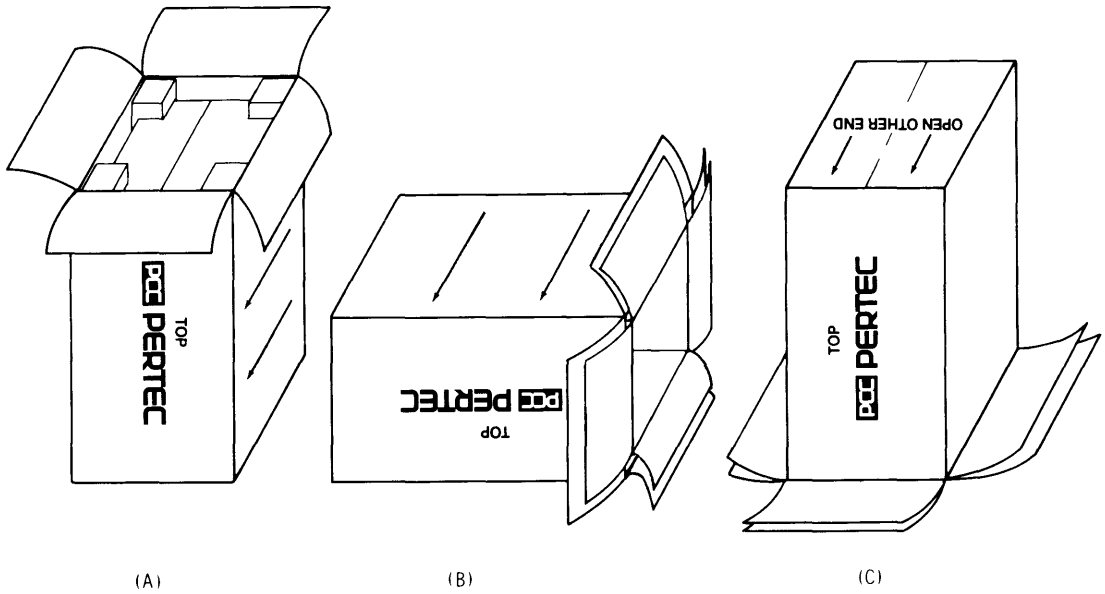

Figure 2-1. Carton Placement for Removal of Transport
(1) Place the shipping container on a low, flat surface. Ensure that the carton is positioned so that the model and serial number information are visible on the entrance surface of the carton.
(2) Remove or cut tape from around top of carton and open flaps. Refer to Figure 2-1 (A).
(3) Fold outer carton flaps out and away from carton.
(4) Remove Operating and Service Manual from carton.
(5) Slit tape holding inner carton flaps together.
(6) Remove the four corner blocks and fold the inner flaps out and away from the carton. Rotate packing assembly 90 degrees to position shown in Figure 2-1 (B); rotate another 90 degrees until the entire packing assembly is in the position shown in Figure 2-1 (C).
(7) Lift outer and inner carton together up and away from the steel framework securing the transport.